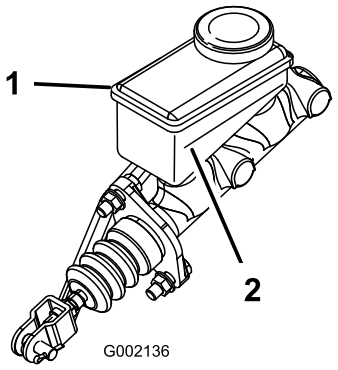

Figur 50
2. Se på siden av beholderen. Nivået skal være over minimumslinjen (Figur 50). Hvis væskenivået er lavt, må du rengjøre området rundt lokket, fjerne lokket og fylle beholderen til nivået er over minimumsgrensen. Ikke fyll på for mye.